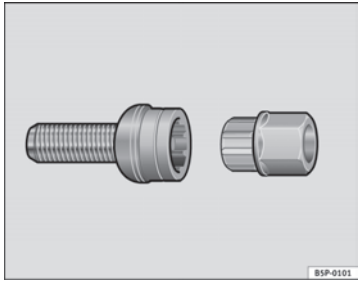

Fig. 151 Anti-theft wheel bolt
– Insert the adapter onto the wheel bolt and push it on as far as it will go ⇒ Fig. 151.